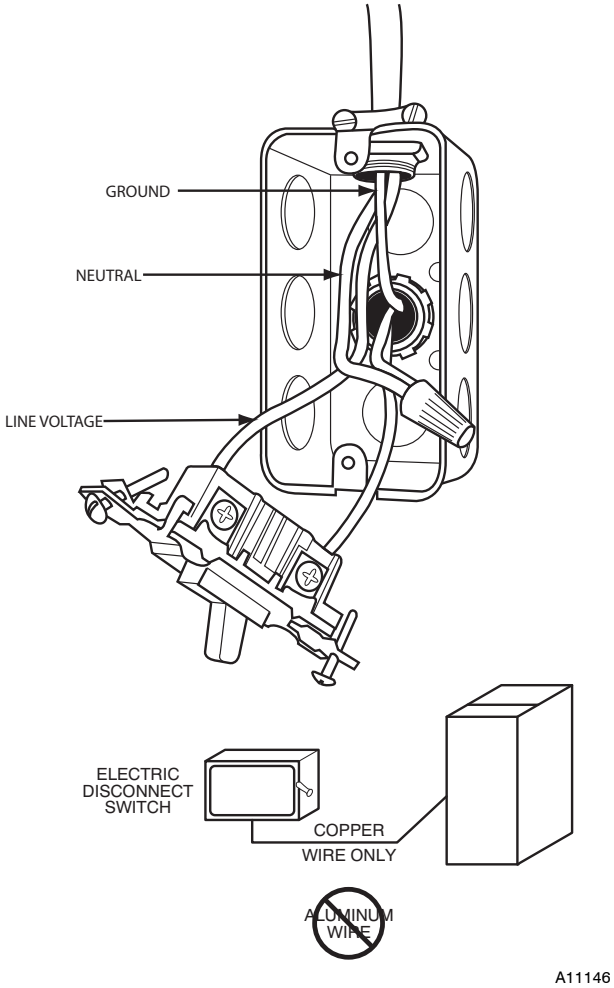

**Fig. 33 - Field-Supplied Electrical Box on Furnace Casing**
Do not connect aluminum wire between disconnect switch and furnace. Use only copper wire. See Fig. 33.
1. Fasten a field-supplied external electrical box to the outside of the casing by driving two field-supplied screws from inside electrical box into casing. See Fig. 33.
9. Complete external disconnect wiring and installation. Connect line voltage leads as shown in Fig. 33. Use best practices (NEC in U.S.A. for wire bushings, strain relief, etc., CANADA: Canadian Electrical Code CSA C22.1)